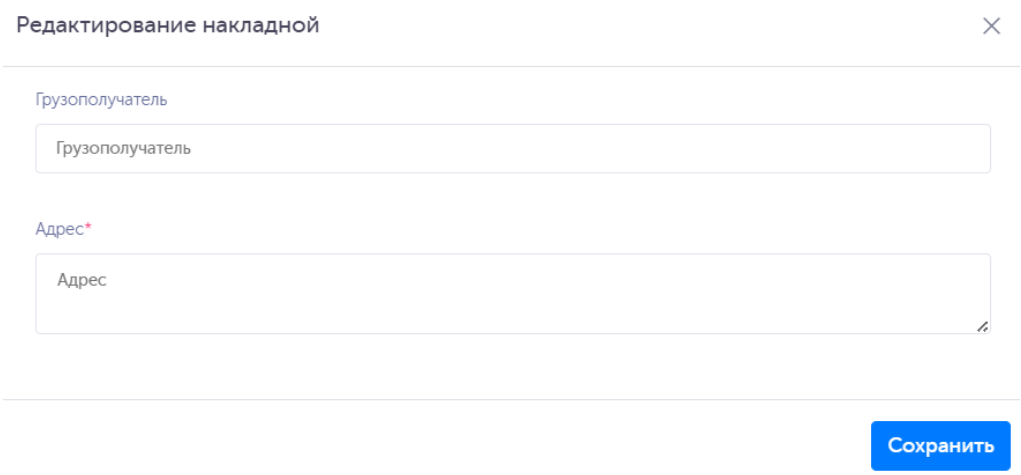

Рисунок 2-111
2) заполнить в открывшейся форме «Редактирование накладной» (Рисунок 2-111) поля «Грузополучатель» и/или «Адрес»;